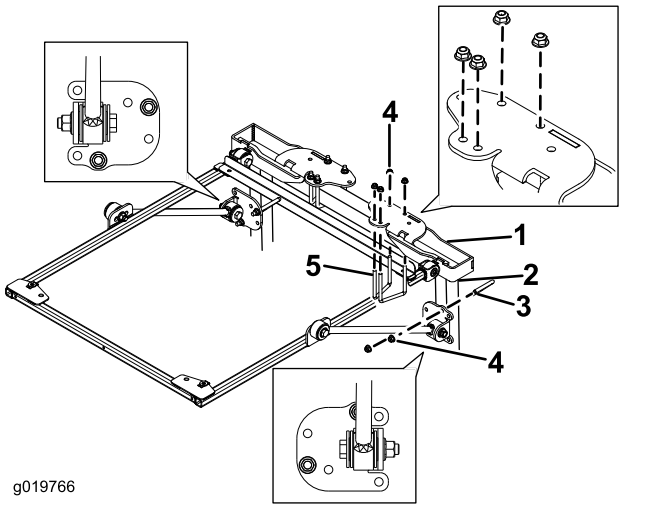

Figur 22
9. Sätt monteringsfästena till vältskyddet på traktorenhetens störtbåge (Figur 22). Kontrollera
10. Använd monteringshålen som visas i Figur 22 och montera vältskyddets fästen ovanpå störtbågen med två U-bultar (2 3/4 tum) och fyra flänsmuttrar.
11. Använd monteringshålen som visas i Figur 22 och fäst stagen till fästena löst på störtbågsstolparna med en U-bult (4 tum) och två flänsmuttrar.